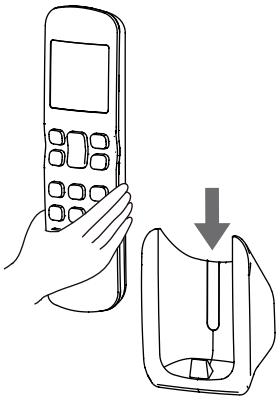

Rysunek 2.5
3) Wsuń pilota pionowo w dół w uchwyt (patrz Rysunek 2.5).